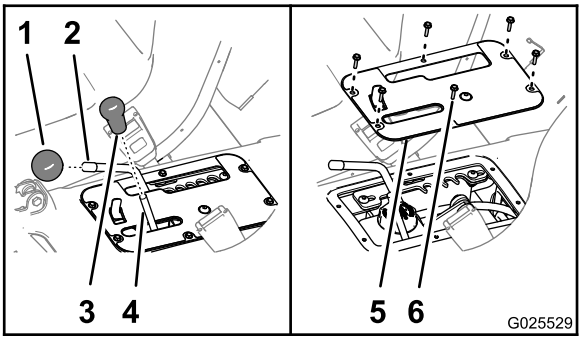

图60
1. 从液压提升杆和速度范围控制杆卸下旋钮图60。
2. 拧掉将控制盖板固定至座椅底座的 6 个六角垫圈螺丝 10 x ¾ 英寸然后取下盖板图60。
6. 将控制盖板上的孔与座椅底座上的孔对齐图60。
7. 用在第 2 步卸下的 6 个六角垫圈螺丝将控制板固定至底座图60。
8. 将旋钮拧到液压提升杆和速度范围控制杆上图60。
2. 从液压提升杆和速度范围控制杆卸下旋钮图60。
3. 拧掉将控制盖板固定至座椅底座的 6 个六角垫圈螺丝 10 x ¾ 英寸然后取下盖板图60。
9. 将控制盖板上的孔与座椅底座上的孔对齐图60。
10. 用在第 3 步卸下的 6 个六角垫圈螺丝将控制板固定至底座图60。
11. 将旋钮拧到液压提升杆和速度范围控制杆上图60。